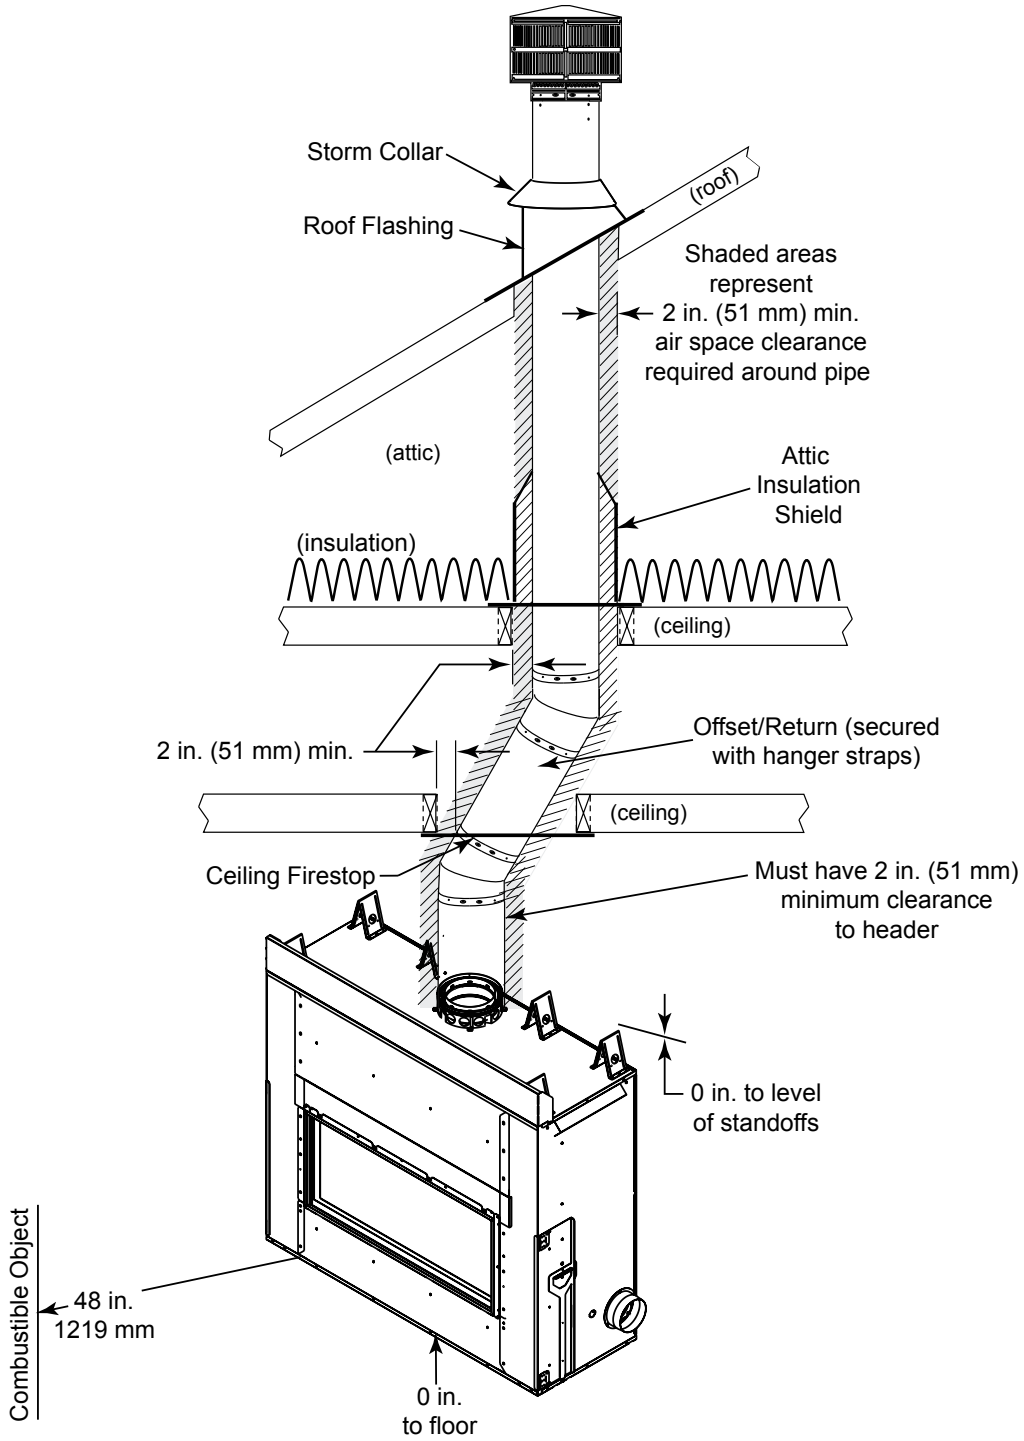

Figure 3.2 Clearances to Combustible Materials
Dimensions are actual appliance dimensions. Use for reference only. For framing dimensions and clearances refer to Figure 3.2 & 3.3.
You must comply with all minimum air space clearances to combustibles as specified in Figure 3.2. ***WARNING! DO NOT*** *PACK REQUIRED AIR SPACES WITH INSULATION OR OTHER MATERIALS. Framing or finishing material used on the front of, or in front of, the fireplace closer than the minimums listed must be constructed entirely of non-combustible materials (i.e., steel studs, concrete board, etc.). Failure to comply may cause a fire.*
- Minimum overall straight height is 8 ft 8 in. if the fireplace is freestanding and a minimum of 10 ft from a combustible structure. See Figure 3.2.